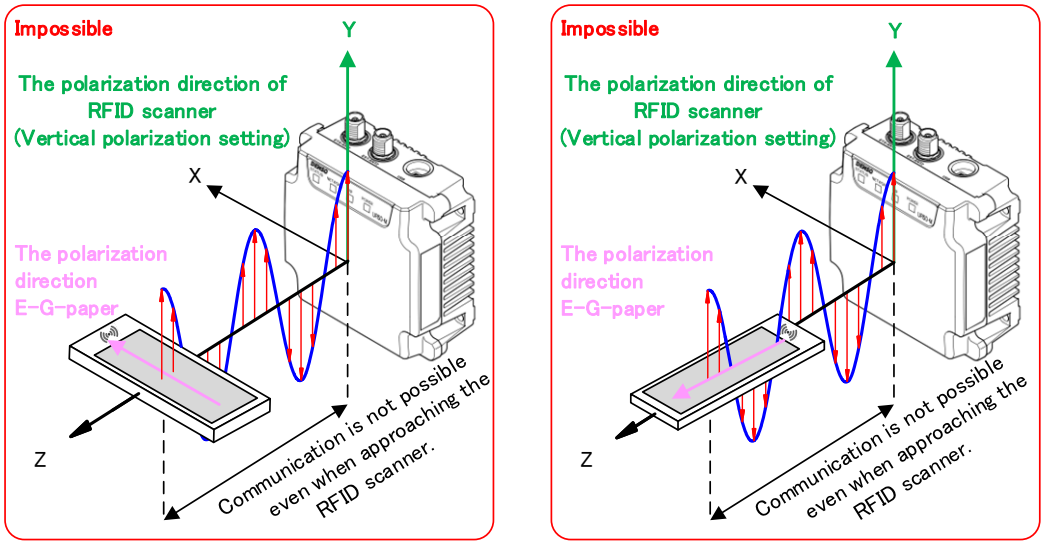

Figure 7.3 An Example of Unable Communication Arrangement
- If the tag is tilted 90°, it will not be able to communicate with RFID scanner even it is placed close to the RFID scanner. Referring Figure 7.3.